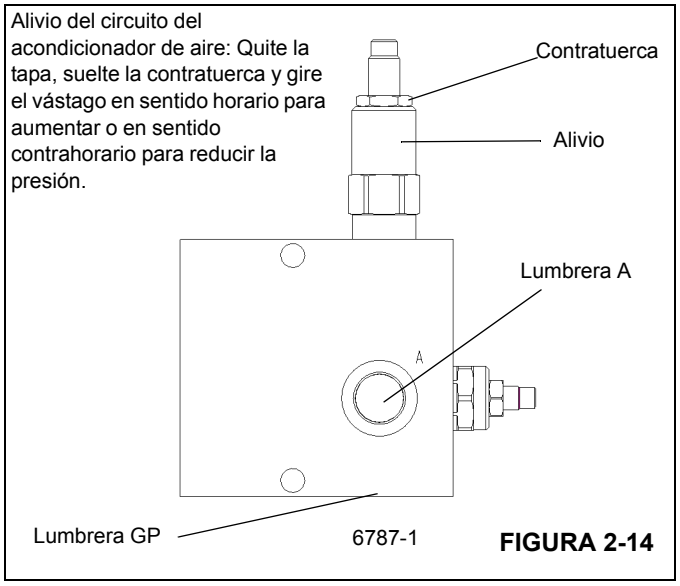

FIGURA 2-14
2. Haga funcionar el motor a 1000 rpm. Ajuste la válvula de alivio de la válvula divisora de flujo del acondicionador de aire (vea la Figura 2-14) a 104 ± 4 bar (1500 ± 50 psi). Fije el ajuste con una contratuerca. Si es necesario repetir este paso, compruebe que la bomba no esté caliente al tacto. Si lo está, déjela enfriar antes de continuar.